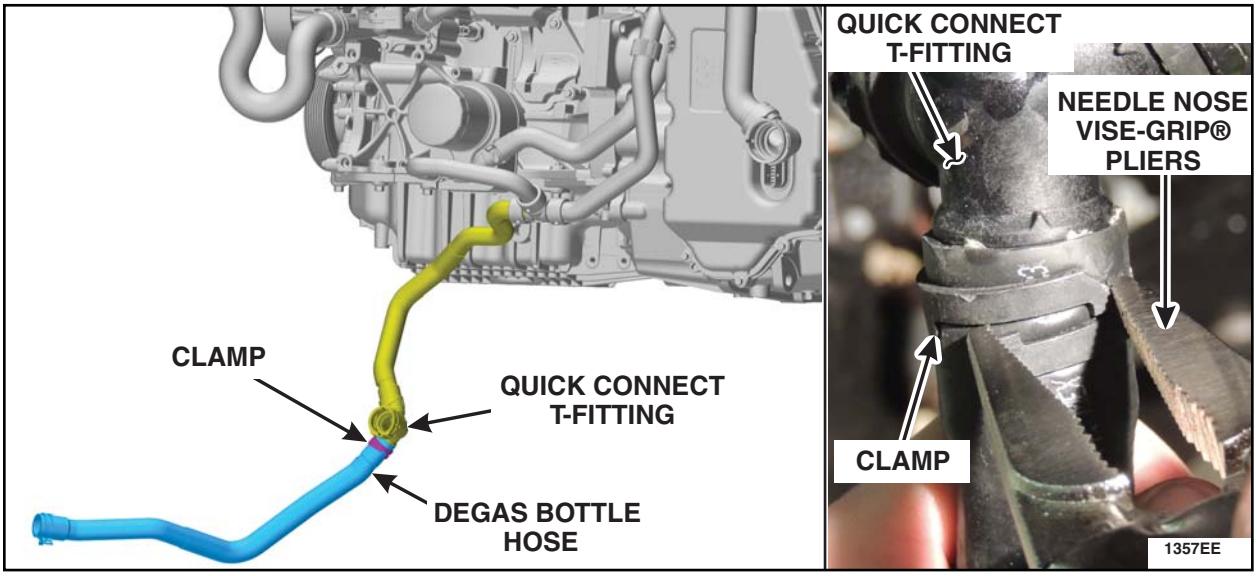

FIGURE I2
3. Position the degas bottle hose downward out the bottom of the engine compartment. See Figure I2.
4. Use a pair of needle nose VISE-GRIP® pliers to compress the degas bottle hose clamp and slide the clamp downward off of the quick connect T-fitting. See Figure I2.
5. Remove and discard the degas bottle hose and clamp. See Figure I2.